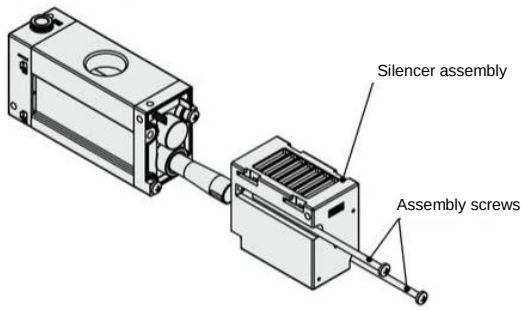

Fig.1
1) Loosen the mounting screws (2pcs.) of the silencer assembly to remove the silencer case (Fig. 1).